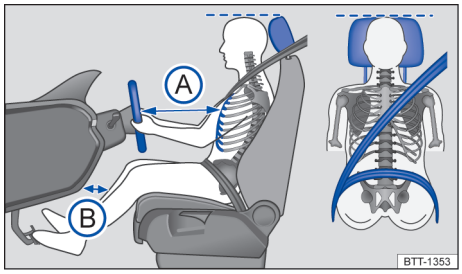

图 15 示意图：驾驶员与方向盘之间的安全距离，安全带及头枕的正确调整位置
- 调整头枕，使头枕上缘与头顶等高，但勿低于眼睛，脑后应尽可能贴近头枕 →图 15。